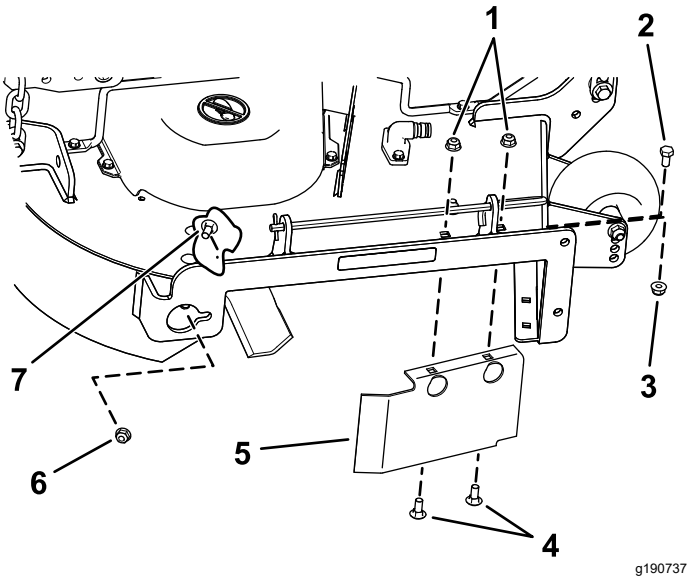

Figura 17
8. Îndepărtai urubul de fixare (5/16" x ¾") i contrapiuliţa (5/16" x ¾") de pe peretele spate al punii mainii de tuns iarba, care fixează deflectorul pe punte (Figura 17).
9. Localizai protecia deflectorului de la marginea frontală a deschiderii evacuării laterale (Figura 17).
10. Îndepărtai elementele de fixare care fixează protecia deflectorului i deflectorul drept pe puntea mainii de tuns iarba (Figura 17).
13. Montai elementele de fixare îndepărtate anterior pe orificiile pării frontale a plăcii de evacuare i pe orificiul faă al punii (Figura 17).